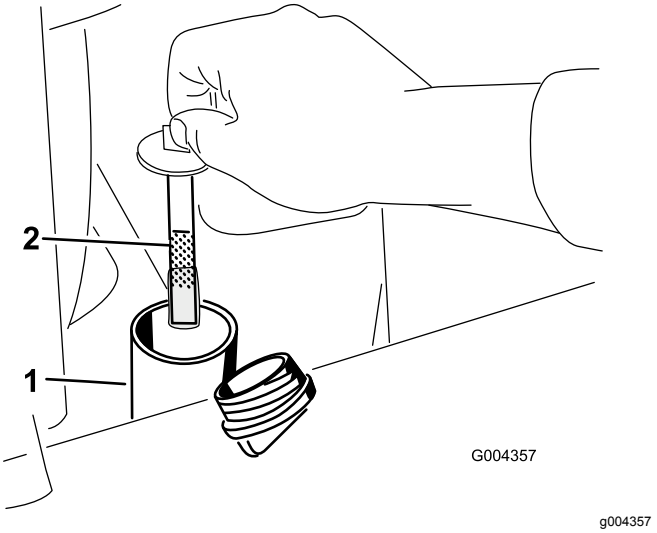

**Figur 60**
6. Ta bort påfyllningsrörets lock och kontrollera vätskenivån på oljestickan (Figur 60).